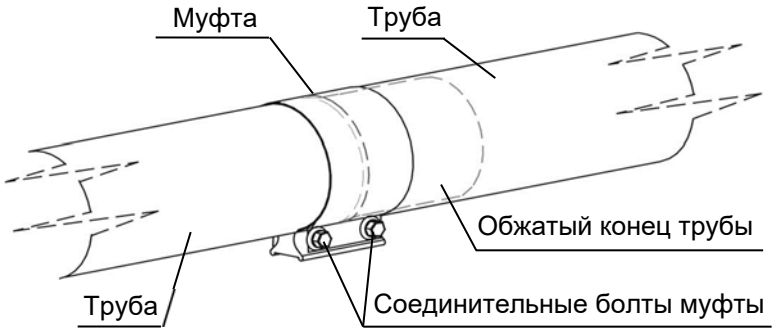

Рисунок 6.5.5 Установка муфты
12. Последующие трубы можно устанавливать, соединяя их вместе обжатой частью внутри следующей трубы и фиксируя соединения с помощью муфты Torctite (рис. 6.5.5);